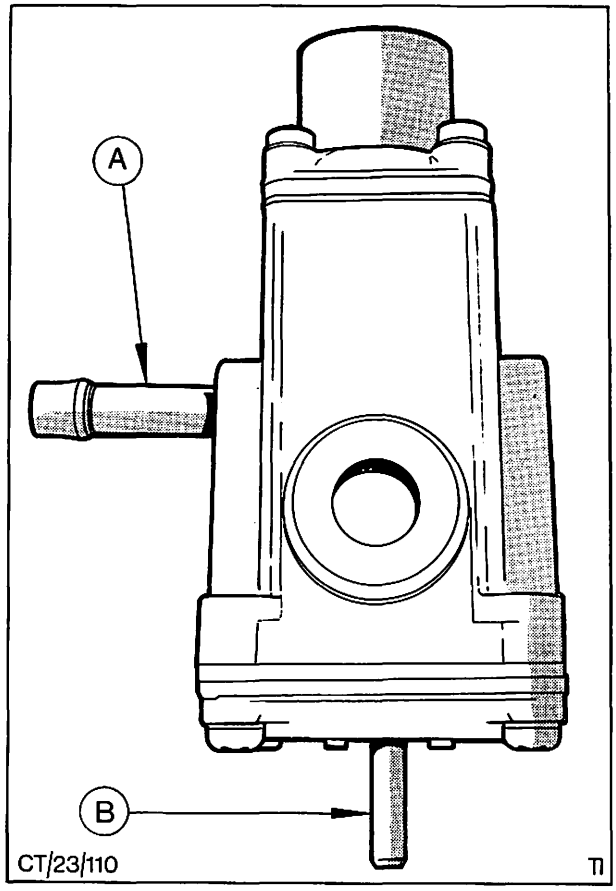

Abb. 172 Verzögerungsventil
5. Unterdruckschlauch an der Unterseite des Verzögerungsventils abschließen, Abb. 172.